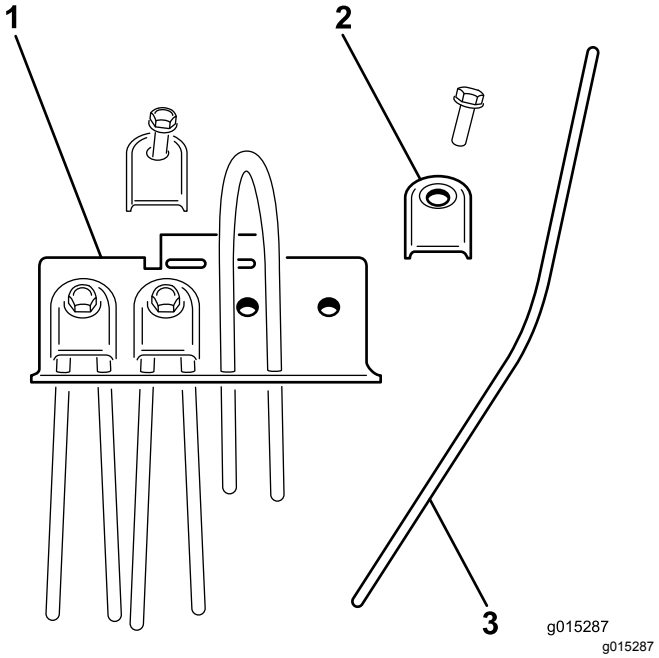

**Figur 28**
2. Fjern pipeholderen, og før ut den skadede pipen (Figur 28).